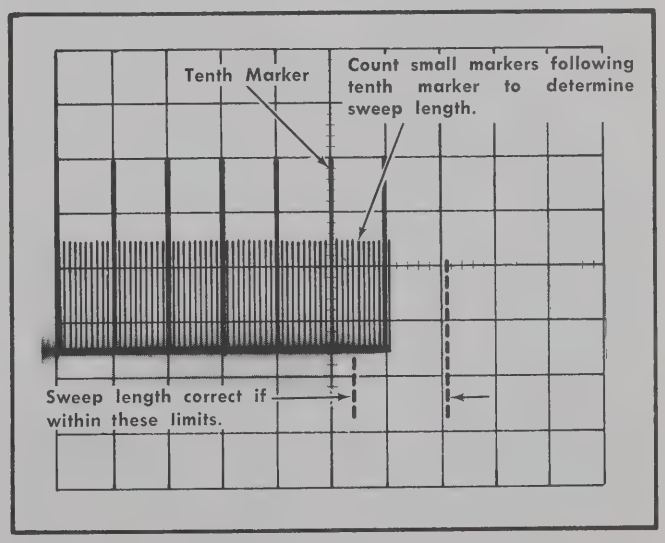

Fig. 6-43. Typical CRT display when checking sweep length.
a. Position the tenth marker to the center vertical line with the Horizontal POSITION control (see Fig. 6-43).
b. CHECK—Sweep length between 10.4 and 12.1 divisions as shown by 0.4 to 2.1 divisions of display to the right of the vertical center line (see Fig. 6-43). Large markers in the display indicate divisions and small markers 0.1 division.